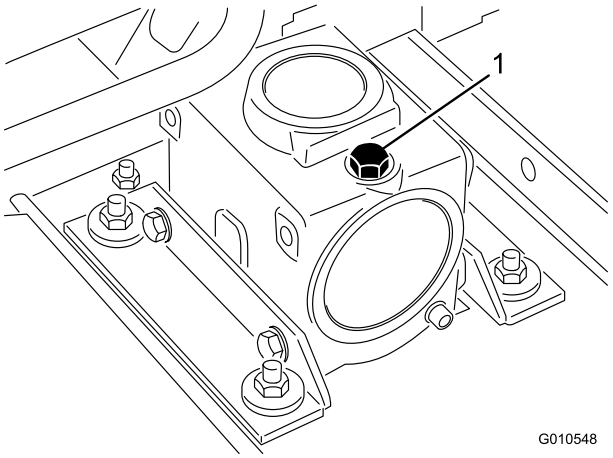

**Figure 18**
3. Retirez la jauge/le bouchon de remplissage du haut du boîtier d'engrenages (Figure 18) et vérifiez que le niveau de lubrifiant se situe entre les repères de la jauge.